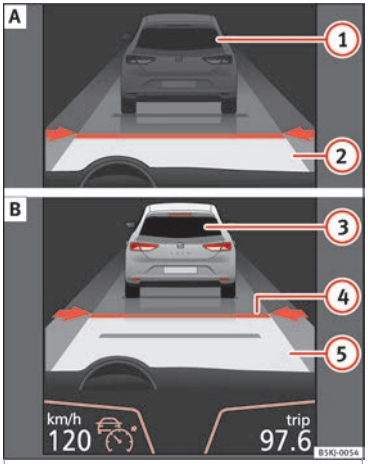
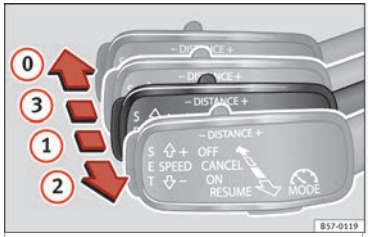
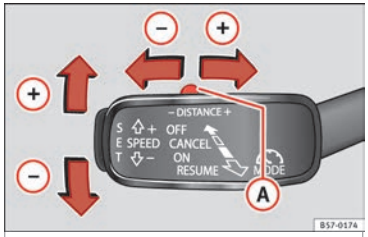

**Fig. 196** On the instrument panel display: (A) ACC inactive (Standby). (B) ACC active.
**Fig. 198** On the left of the steering column: third lever for operating the Adaptive Cruise Control.
**Fig. 199** On the left of the steering column: third lever for operating the Adaptive Cruise Control.
Indications on the display ››› **Fig. 196**:
programmed speed and ACC status will be displayed ››› Fig. 196.
*Once you are driving*, if you wish to set the current speed as the vehicle's cruise speed and activate the ACC, press the **SET** button ››› Fig. 199. If you wish to increase or reduce speed by intervals of 1 km/h (0.6 mph), move the lever to position (2) ››› Fig. 198 or press the **SET** button, respectively.
Any modification to the programmed speed will be shown on the bottom left part of the instrument panel display ››› Fig. 196.
To increase/reduce the distance level, press the rocker switch towards the left/right ››› Fig. 199 (A).
- To activate the ACC, with the third lever in position (1) press the **SET** button or move the third lever of the ACC to position (2) ››› Fig. 198. At this point, the image of the ACC on the instrument panel display will switch to *Active* mode ››› Fig. 196.
To disconnect the ACC move the lever to the (0) position ››› Fig. 198 (engaged). An **ACC deactivated** message appears and the function is totally deactivated.
If you do not wish to disconnect the ACC, just to switch it temporarily to inactive mode (Standby), move the third lever to position (3) ››› Fig. 198 or press the brake pedal.